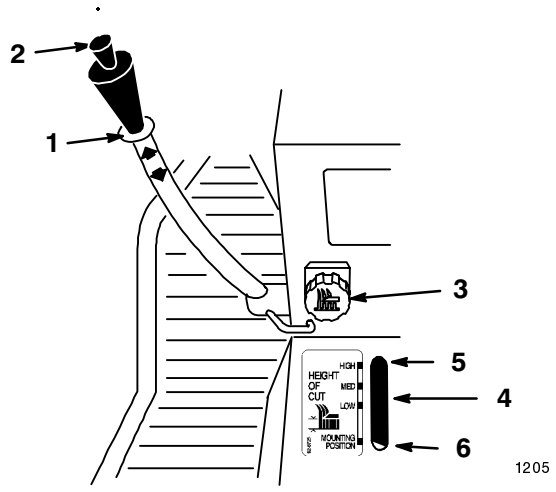

Abbildung 15
Der Absenkhebel (Abb. 15) wird verwendet, um verschiedene Zusatzvorrichtungen abzusenken und anzuheben.
Mit dem Dial-A-Height-Regler (Abb. 15) wird die Abwärtsbewegung der Zusatzvorrichtung eingeschränkt. Der Dial-A-Height-Knopf wird gedreht, um den Punkt des Anschlags nach oben oder unten zu verschieben.
1. Den Hebevorrichtungshebel nach oben schieben – siehe “Anheben von Zusatzvorrichtungen”. In gehobener Position kann der Dial-A-Height-Knopf (Abb. 15) gedreht werden, um die Anschlagsposition zu verändern. Den Knopf im Uhrzeigersinn drehen, um die Zusatzvorrichtung anzuheben, und im Gegenuhrzeigersinn, um die Zusatzvorrichtung abzusenken.
2. Die Dial-A-Height-Anzeige (Abb. 15) zeigt die Höhenänderung, während die Einstellung vorgenommen wird.